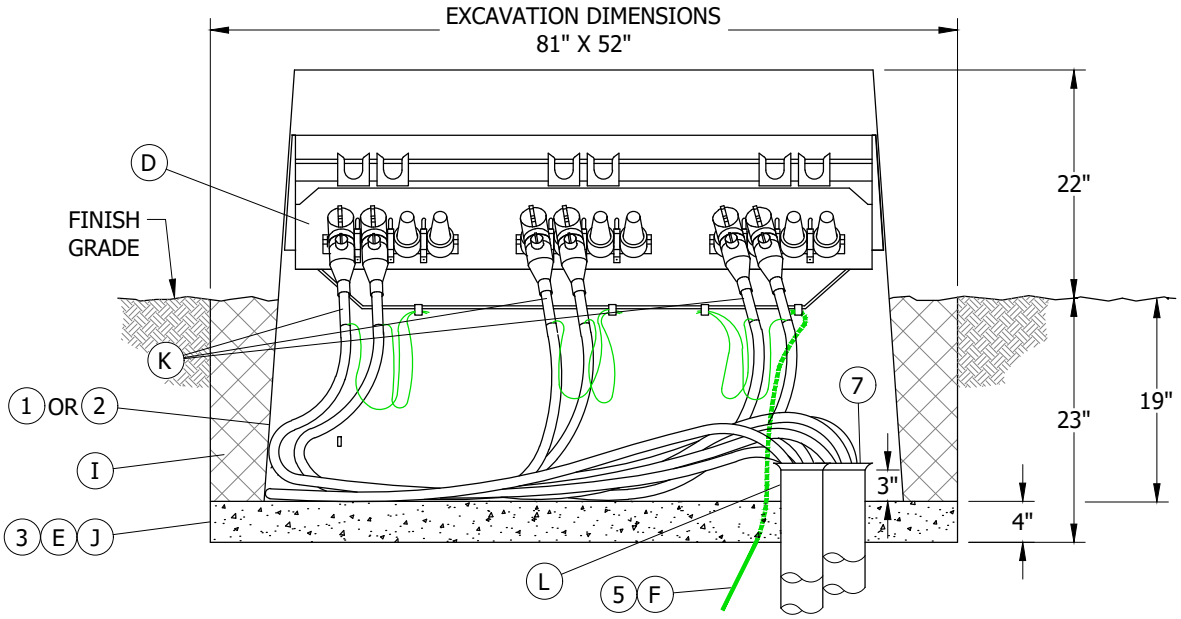

**FIGURE 3**
C. PLACE PRIMARY CONDUITS WITH PEDESTAL SHOWN IN FIGURE 3. TERMINATE PRIMARY CONDUITS THREE INCHES ABOVE GRAVEL BASE. DO NOT CUT INTO THE CURVE PORTION OF ELBOWS.